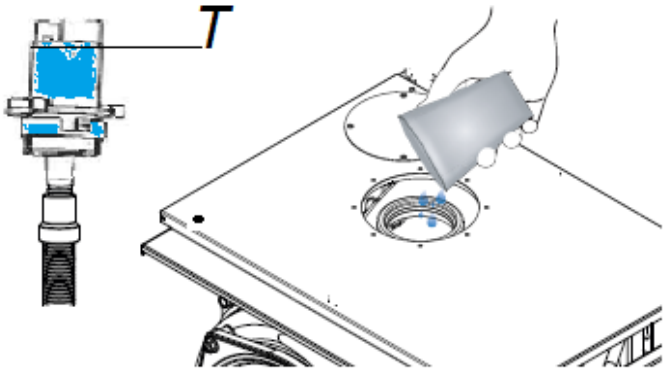

Рисунок 6.2
*Порядок заполнения сифона, следующий **(Рисунок 6.2)**:*